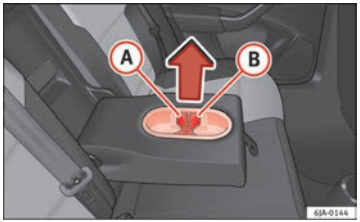

Fig. 84 Rear seats armrest: drink holder
Use the detachable parts (A) and (B) ⇒ Fig. 84 to change the size of the holes.
– Remove part (A) or (B) in the direction indicated by the arrow and replace in the required position in the drink holder. ■